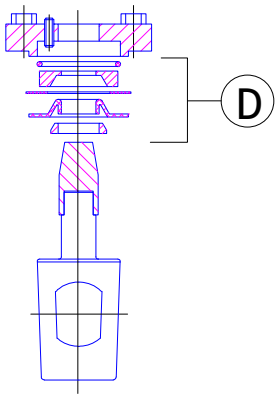

Abb. 9 / *fig. 9*
To assure correct sizing operation, insert plug and consider projecting dimensions of plug (see tab.1 and fig.9). Re-stamping may be necessary. Clean sleeve and body interior.
9. Dichtgruppe einsetzen und einpressen (Abb.9+10)
Kegel sorgfältig reinigen, falls zulässig, mit harzfreiem Fett (Vaseline) einfetten. Nur neuwertige Kegel sind zu verwenden. Dichtgruppe (D) - Stützring, Formmembrane, Stahlmembrane, Druckring, Statik-Eliminator - in dieser Reihenfolge auf den Kegel setzen (Abb.9) und dieses in Durchflußrichtung eindrücken. Kegel durch Druck auf den Kegelschaft in die Büchse so tief einpressen, dass der Boden des Kegeldurchganges 2 mm über dem Boden des Gehäusedurchganges steht.
9. Install and press in seal kit (fig.9+10)
Clean plug thoroughly with resin-free grease, if allowed (vaseline). Only use new or nearly new plugs. Install seal kit (D) in the following order: wedge ring, formed diaphragm, metal diaphragm, thrust collar, static eliminator, on-to the plug being in flow direction (fig.9). Press plug into the body until the bottom of the plug port opening is 2 mm above the bottom of the valve body port opening. Tighten cover screws while pressure on the plug shaft has to be maintained. When screws are tight, release pressure on plug. Hand-screw adjusting bolts. Thereby plug is put into right position, that means bottom of the body port opening and plug port opening should be aligned (fig.10).